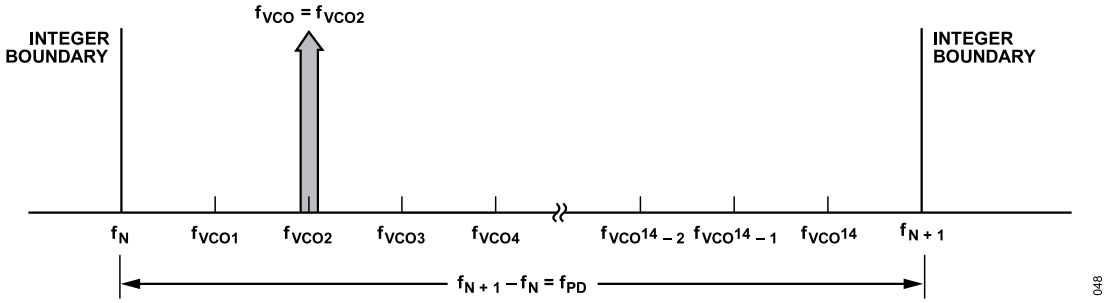

Figure 26. Exact Frequency Tuning
f_{VCOk} is the channel step frequency, 0 < k < 2^{24} − 1, as shown in Figure 26.
Some fractional PLLs are able to achieve these exact frequencies by shortening the length of the phase accumulator (the denominator or the modulus of the Δ-Σ modulator) so that the Δ-Σ modulator phase accumulator repeats at an exact period related to the interval frequency ($f_{VCOk} - f_{VCO(k-1)}$) in Figure 26. Consequently, the shortened accumulator results in more frequent repeating patterns
When multiple, equally spaced, exact frequency channels are needed that fall within the same interval (that is, $f_N \le f_{VCOk} < f_{N+1}$) where f_{VCOk} is shown in Figure 26 and $1 \le k \le 2^{14}$, it is possible to maintain the same Integer N register (Register 0x03) and exact frequency register (Register 0x0C) settings and only update the fractional register (Register 0x04) setting. The exact frequency channel mode is possible when Equation 16 is satisfied for at least two equally spaced adjacent frequency channels, that is, the channel step size.
To configure the ADF5610 for exact frequency channel mode, initially and only at the beginning, the Integer N register (Register 0x03) and exact frequency register (Register 0x0C) must be programmed for the smallest f_{VCO} frequency (f_{VCO1} in Figure 26). Calculate and program the integer register setting by
where f_{VCO1} is shown in Figure 26 and corresponds to the minimum channel VCO frequency. Then, the lower integer boundary frequency is given by $f_N = N_{INT} \times f_{PD}$.
f_{VCO1}, as shown in Figure 26, represents the smallest channel VCO frequency that is greater than f_N.
4. To change from Channel 1 (f_{VCO1} = 2800.2 MHz) to Channel 2 (f_{VCO2} = 2800.3 MHz), only Register 0x04 must be programmed, as long as all of the desired exact frequencies (f_{VCOk}, see Figure 26) fall between the same Integer N boundaries ($f_N < f_{VCOk} < f_{N+1}$). In that case,